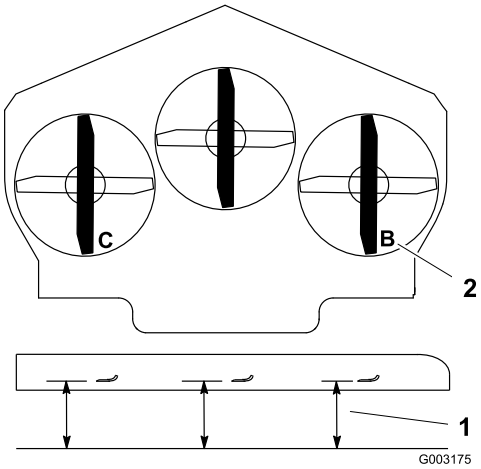

Figura 75
1. Coloque la cuchilla derecha en posición longitudinal (Figura 75).
2. Mida la cuchilla derecha en la posición **B** desde una superficie nivelada hasta el filo de corte del extremo de la cuchilla (Figura 75).
4. Coloque la cuchilla izquierda en posición longitudinal (Figura 75).
5. Mida la cuchilla izquierda en la posición **C** (Figura 75) desde una superficie nivelada hasta el filo de corte del extremo de la cuchilla.